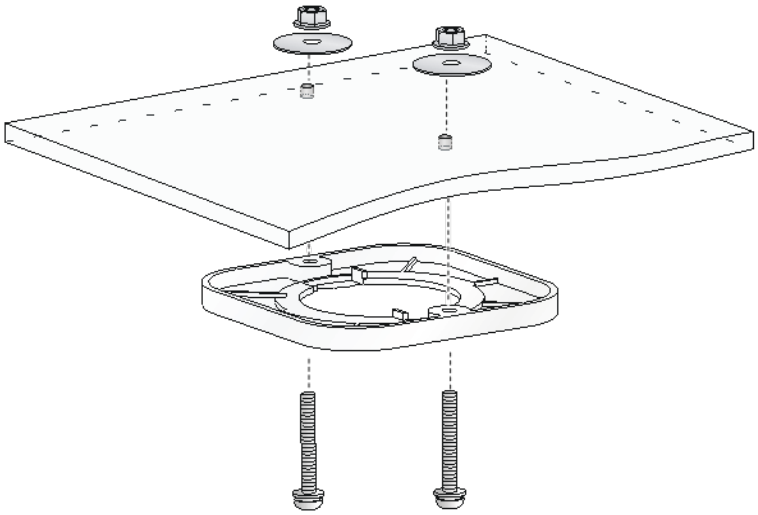

図 3-12 天井への壁面/天井用ブラケットの取り付け
4) 壁面/天井用ブラケットの設置用の穴を揃えて、なべネジを天井に通してください。反対側をワッシャーとナットで止めて、天井用のネジで図 3-12 のように天井に壁面/天井用ブラケットを取り付けてください。